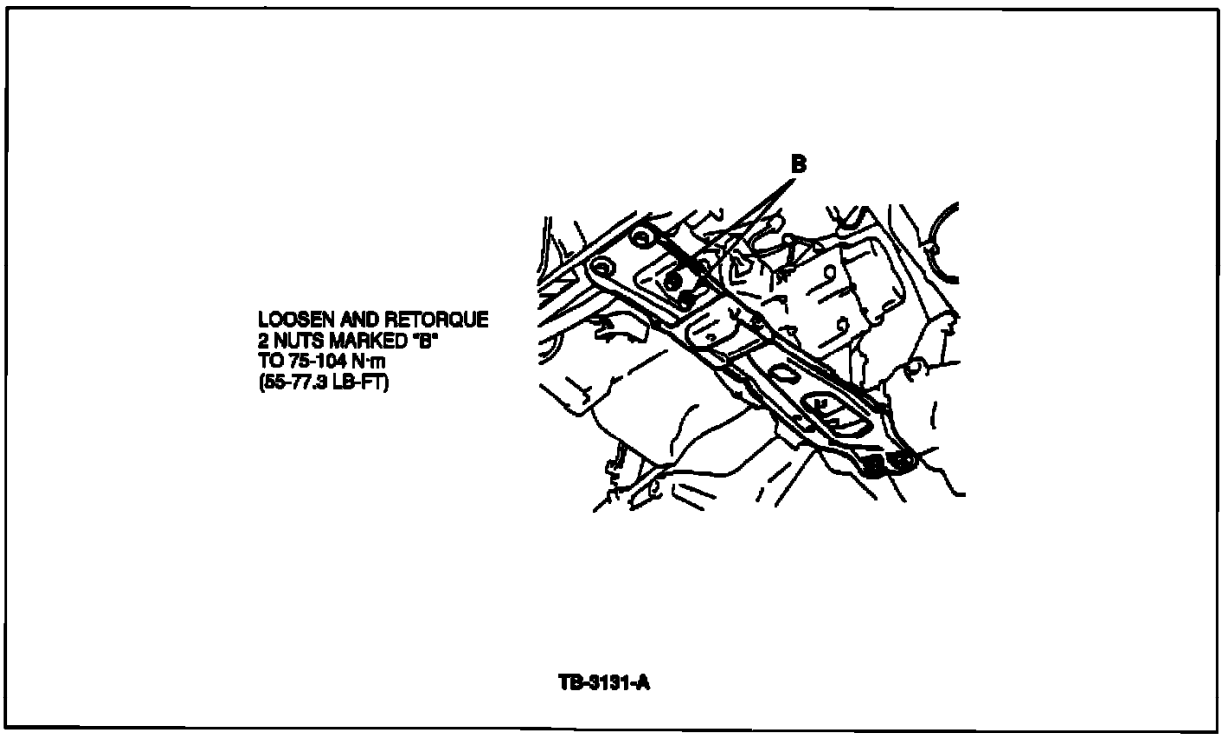

Figure 4
4. Loosen the two (2) nuts holding engine mount # 2 to the engine mount member, Figure 4.
b. Retighten the two (2) nuts to 55-77 lb.ft. (75-104 N-m), Figure 4.